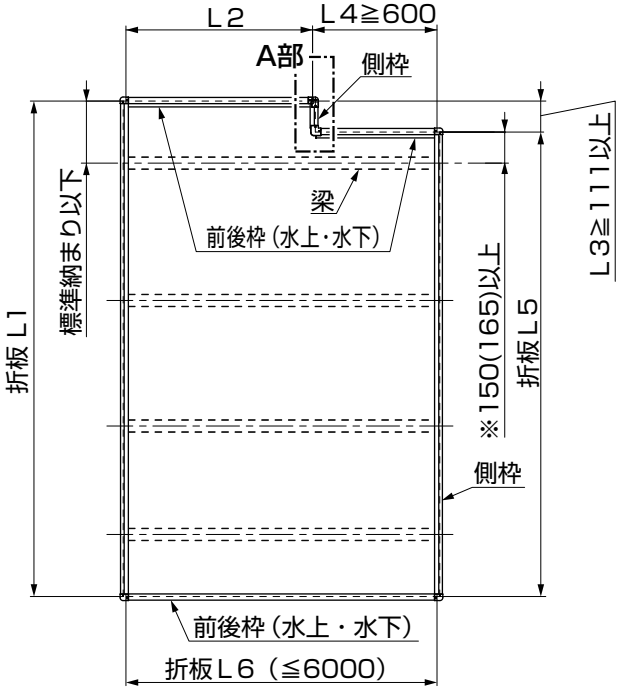
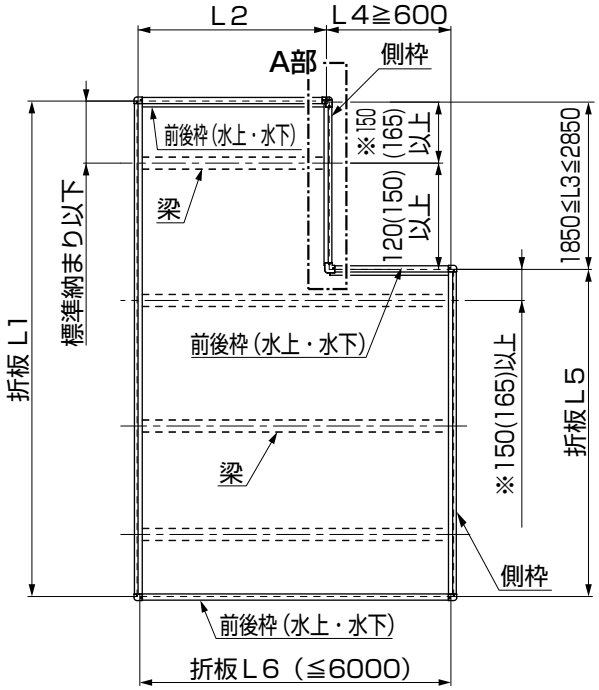

図4-1　入隅部に梁が入らない場合
図4-2　入隅部に梁が入る場合
- ●施工可能寸法表の寸法範囲内で施工してください。（図4-1、図4-2、表4-1参照）